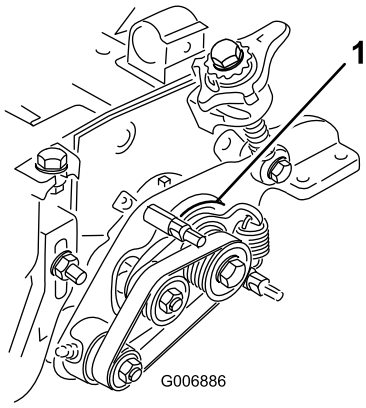

Figura 47
6. Assicuratevi che la boccola dell'azionamento principale (Figura 47) ruoti liberamente attorno al mozzo di comando.